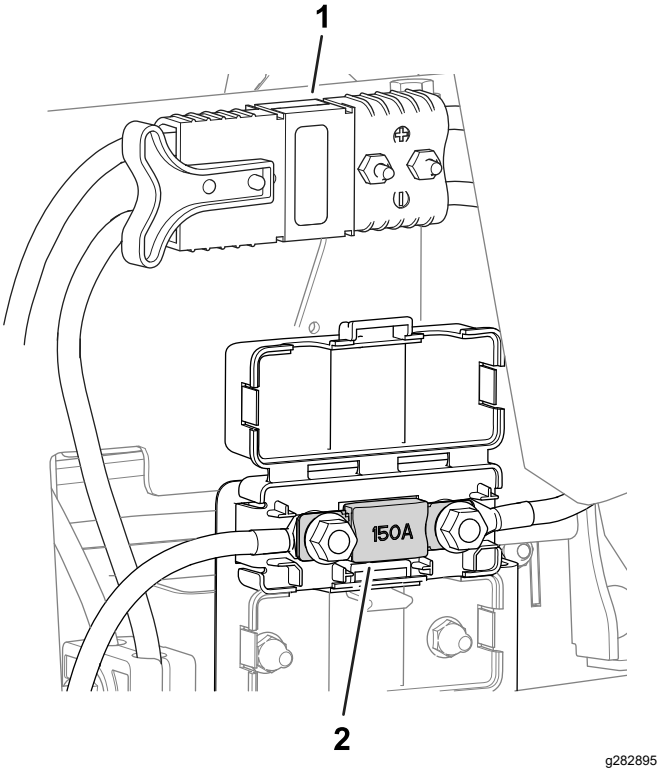

Bild 58
- Die Sicherung für das elektrische System befindet sich unter den Hauptstromanschlüssen (Bild 58).